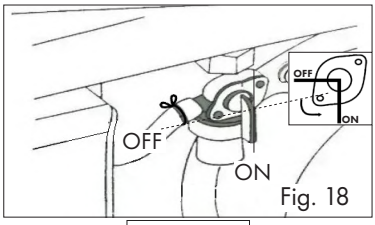

Fig. 18
4. Ouvrez le robinet de carburant, voir fig.18.